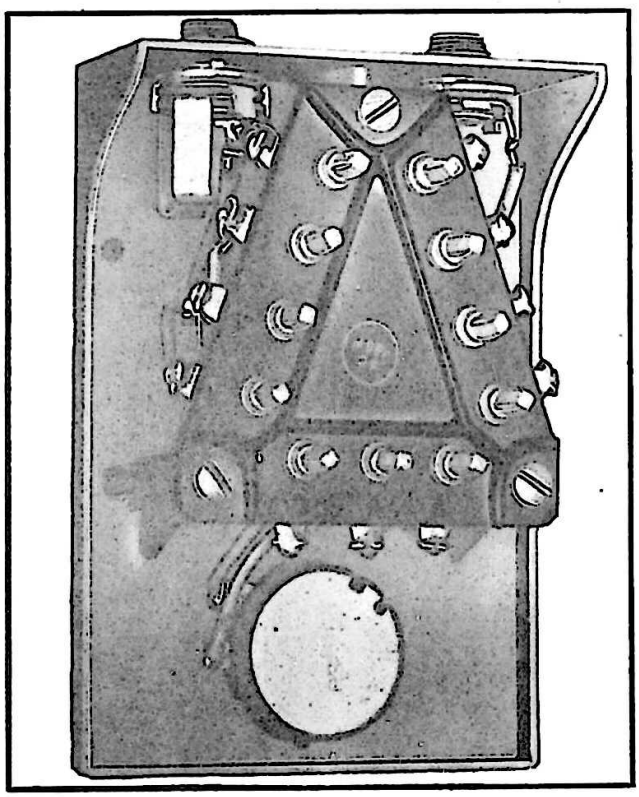

Figure 4-3. Jack Box BC-366—Interior View
a. PREPARATION FOR INSTALLATION.—Each box must be prepared for installation by punching or drilling the necessary holes for mounting and wiring the equipment (See fig. 4-3.) Care should be taken to place the various holes so that the interconnecting wires, grommets, and mounting screws will not interfere with the jack terminal plates or strips, wiring or internal components of the cover assemblies, or the assembly of the covers to the boxes. Mounting holes and holes for interconnecting wiring should be located in accordance with data given in the appropriate Air Force drawing. If Mounting FT-486 is required, assemble the amplifier to the mounting as follows:
(1) Glue the template (furnished with the mounting) to the bottom of the amplifier box in accordance with the instructions on the template.
(2) Drill the four No. 2 holes in the bottom of the amplifier box.
(3) Assemble the amplifier to the mounting using the #10 binding head screws and lockwashers furnished with the mounting. The base plate for the mounting is already drilled for installation and no additional preparation is required.